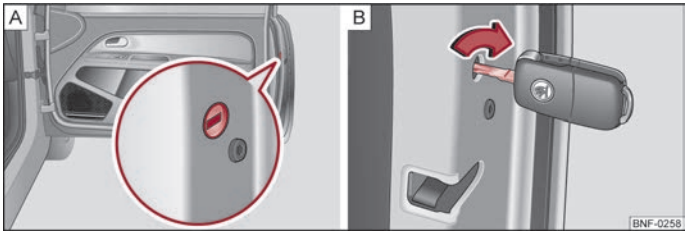

Fig. 13 Emergency locking of the door
An emergency locking mechanism is located on the face side of the doors which have no locking cylinder ⇒ Fig. 13 - A it is only visible after opening the door.
– Insert the key into the slot ⇒ Fig. 13 - A and turn it clockwise into the vertical position on the right-hand door ⇒ Fig. 13 - B and anti-clockwise on the left-hand door.